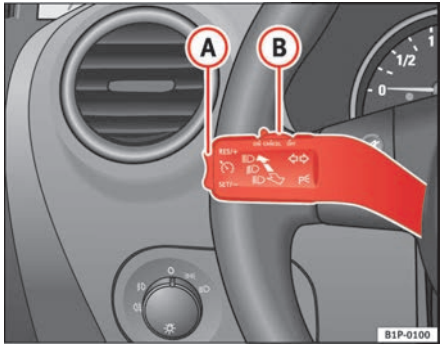

Fig. 129 Turn signal and main beam headlight lever switch and rocker switch for the cruise control
- when the lever (B) is moved to the position “CANCEL” without reaching the “OFF” position. Once the “CANCEL” operation is completed, the lever is released and returns to its initial position.
To resume the cruise control, release the brake or clutch pedal or reduce the vehicle speed to less than 180 km/h and press once on the upper part of the rocker switch **RES/+** ⇒ fig. 129 (A).